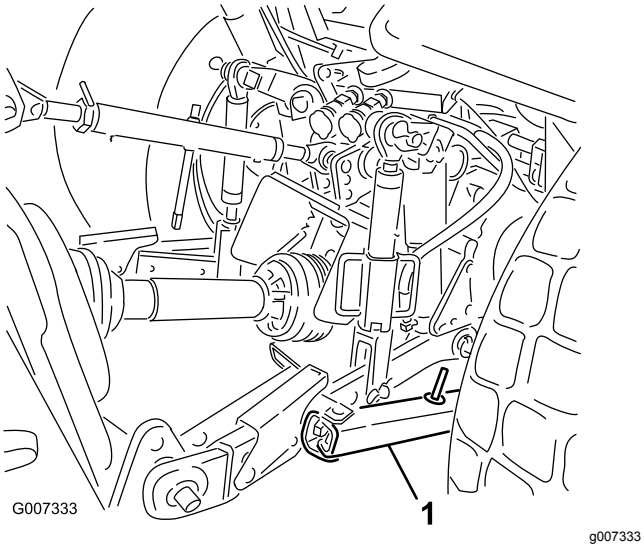

**Figur 28**
1. Justera krängningslänkarna på de nedre lyftarmarna så att krängningarna från sida till sida minimeras till högst 25 mm åt varje håll (Figur 28).